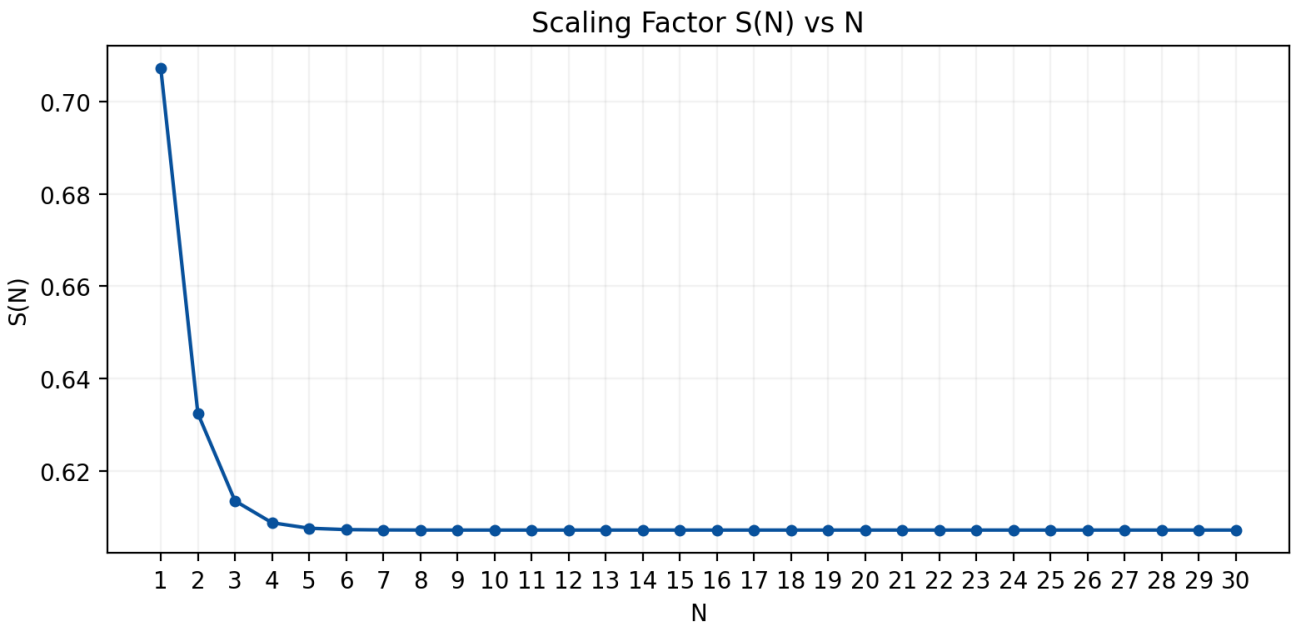
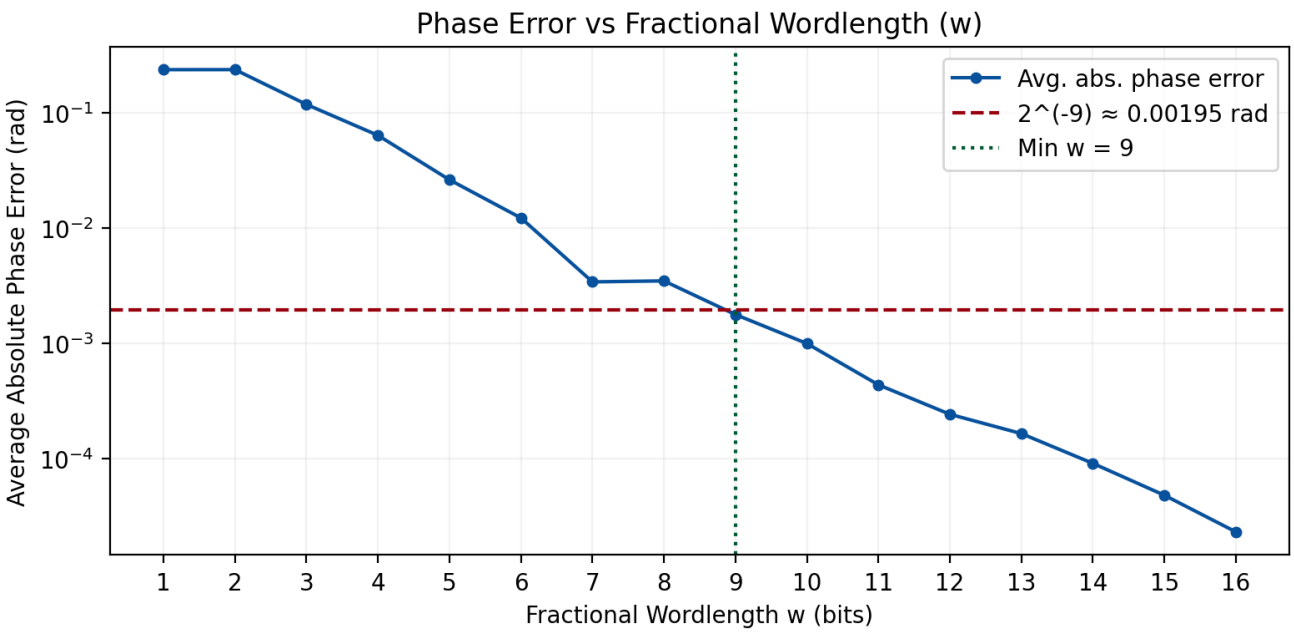

Figure 1.1: Enter Caption
Figure 2.1: Enter Caption
From Figure 1.1, we can observe that after more than 4 micro-rotation iterations, S(N) saturates at approximately 0.6, implying that the scaling factor K(N) accumulated through micro-rotations converges to roughly 1.6. Therefore, in addition to the minimum of 9 fractional bits required as indicated by Figure 2.1, one integer bit and one sign bit must also be included, **bringing the total fixed-point representation to 11 bits.**